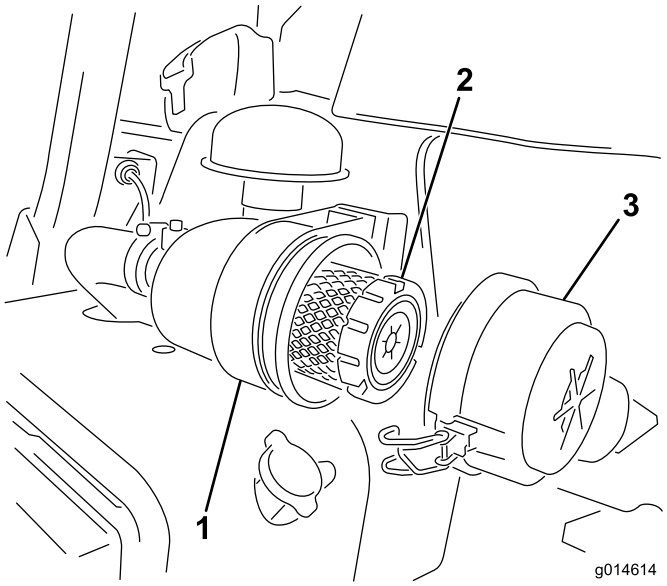

Figur 46
1. Lossa spärrhakarna som fäster luftrenarkåpan på luftrenarhuset (Figur 46).
6. Fäst spärrarna (Figur 46).